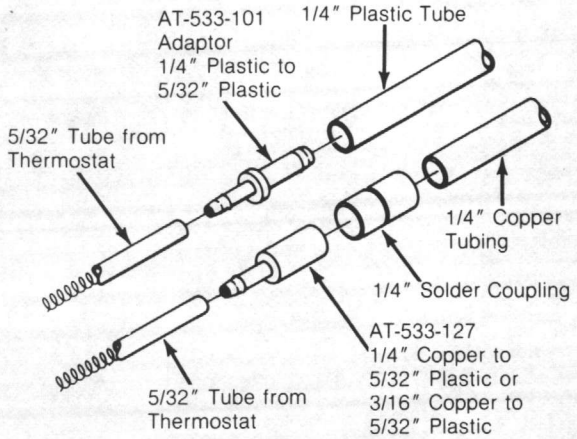

Figure 4.
2. Slightly rotate the tubes back and forth, and push firmly onto the fittings. See Figure 4.